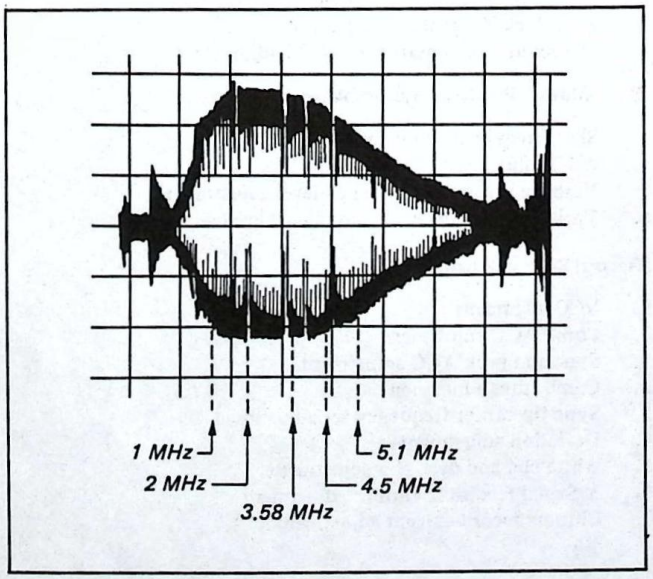

Fig. 5-3-1.
3) Adjust to flatten 2 MHz to 5.1 MHz section with RP-11 board RV1 (RV2). (See Fig. 5-3-1)